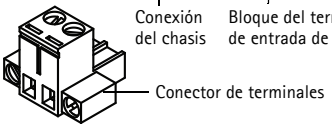

Figura 3
3. Tras conectar los cables al conector del terminal, apriete firmemente los 4 tornillos del conector. Consulte la Figura 3.